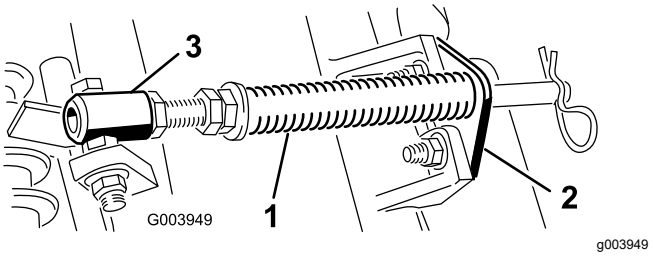

Figuur 4
A. Draai de 2 slotbouten en de moeren los waarmee de stangbeugel is bevestigd aan de lippen op de maai-eenheid (Figuur 4).
B. Verwijder de flensmoer waarmee de bout van de veerbuis is bevestigd aan de lip op het draagframe (Figuur 4) en verwijder het geheel.
Opmerking: Plaats de kop van de bout aan de buitenkant van de lip, zoals wordt getoond in Figuur 4.